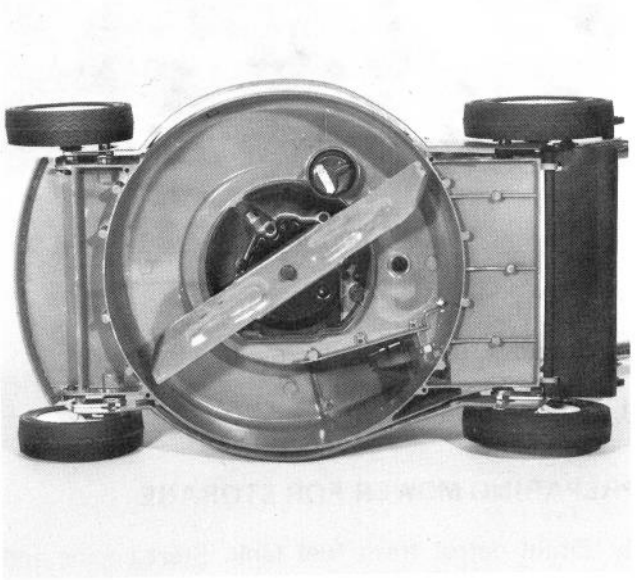

Figure 28
2. Tip mower on its right side (Fig. 28).